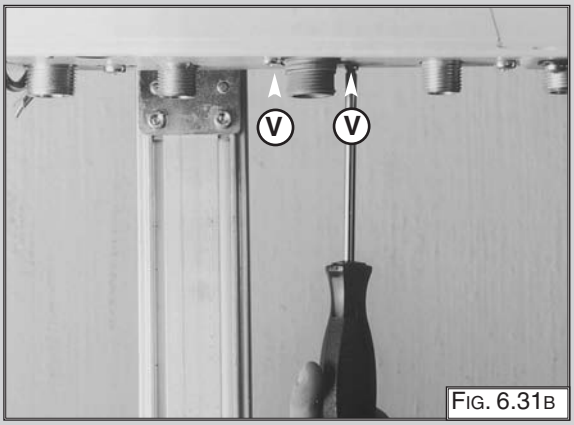

Fig. 6.31B
4. Remove the screws “V” from the bottom of the gas valve (Fig. 6.31B);